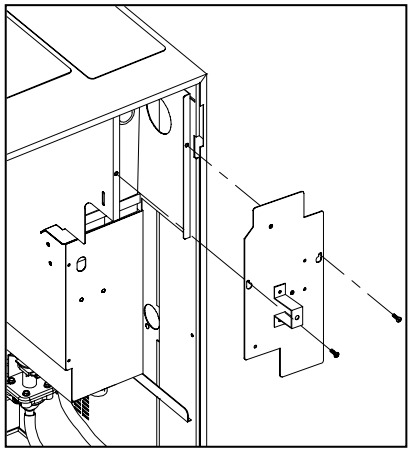

Figure 1 - Remove valve cover.
a) Remove the valve cover (figure 1) on the front of the hot water tank.